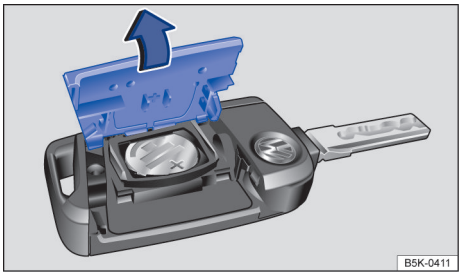

图 20 轿车钥匙：打开电池盒盖
- 用一合适的器具（例如，硬币）沿⇒图 20 箭头方向拆下轿车钥匙后侧的盖板⇒ⓘ
- 安装电池盖板，然后沿⇒图 20 箭头相反方向将其扣到轿车钥匙上，直至其卡定。